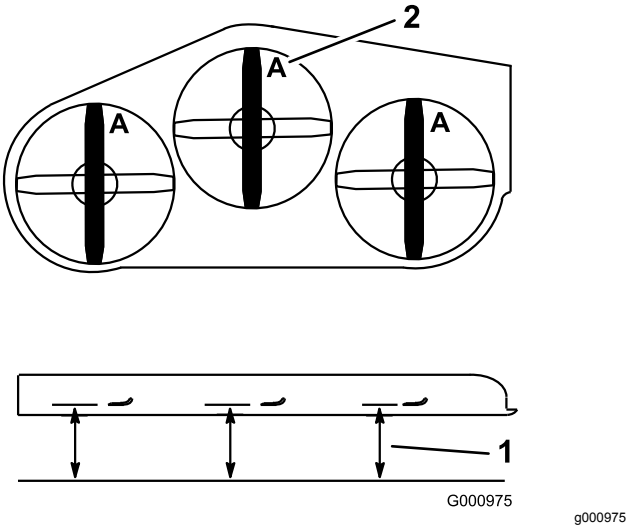

Figure 65
2. Mesurez la distance entre la surface plane et le tranchant (position **A**) des lames (Figure 65).